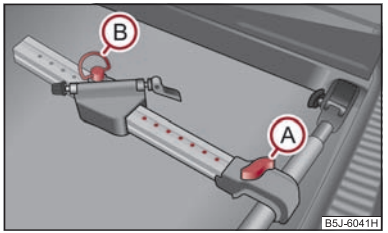

Fig. 69 Montar el portabicicletas
– Poner el portabicicletas autorizado sobre la parte central del travesaño, tras haber elevado el tornillo (A) deslizar el larguero (pieza de aluminio) hacia el travesaño hasta encastrar el alojamiento y enroscar el tornillo (A) en la tuerca ⇒ fig. 69.
– Soltar el tornillo (B) y retirarla de la parte deslizable del soporte; colocar la parte deslizante, según el tamaño de la bicicleta, en una de las posiciones posibles de modo de que no toquen la tapa de maletero. Recomendamos colocar la pieza desplazable del soporte de tal modo de que entre el tornillo (A) y la parte desplazable queden 7 taladros visibles.
– Poner el tornillo (B) en la posición deseada y apretarlo. ■
– Soltar el tornillo (A) ⇒ página 71, fig. 69 y deslizar el portabicicletas junto con la bicicleta sujetada hacía la izquierda (mirando en dirección de marcha) de modo de que el manillar no toque la ventanilla lateral del maletero.